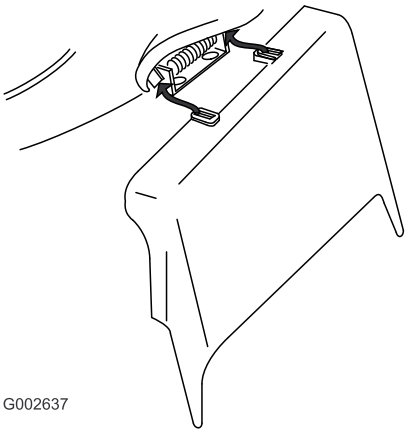

Figur 33
3. Monter sideutslippssjakten og lukk luken på sjakten (Figur 33).